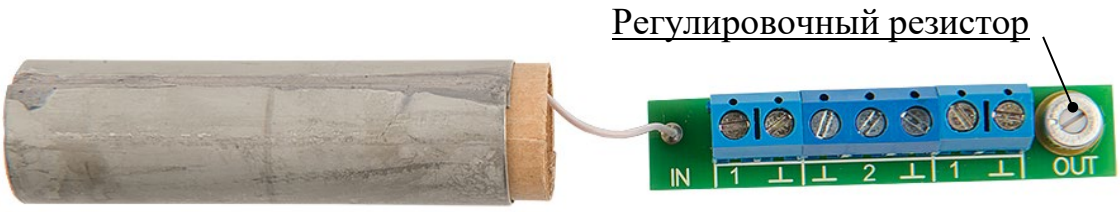

Рисунок 2.25
2.4.3.3.1 Отсоединить гермоввод, вынуть экран с платой (рисунок 2.25), выдвинуть плату из экрана для обеспечения доступа к регулировочному резистору.
2.4.3.3.2 Установить регулировочный резистор (рисунок 2.25) в положение максимальной чувствительности - по часовой стрелке до упора, при этом сигнальный светодиод БОС может загореться.